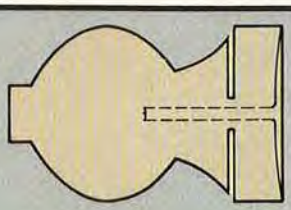

Figure 5
**1** Start by making a reference cut at Line 3 (the thinnest portion of the neck) with the parting tool. Cut until the diameter remaining is ¾" thick. (As shown in Photo F, we used outside calipers to ensure we didn't make the reference cut too deep.) See Figure 5 for reference before making the cut.